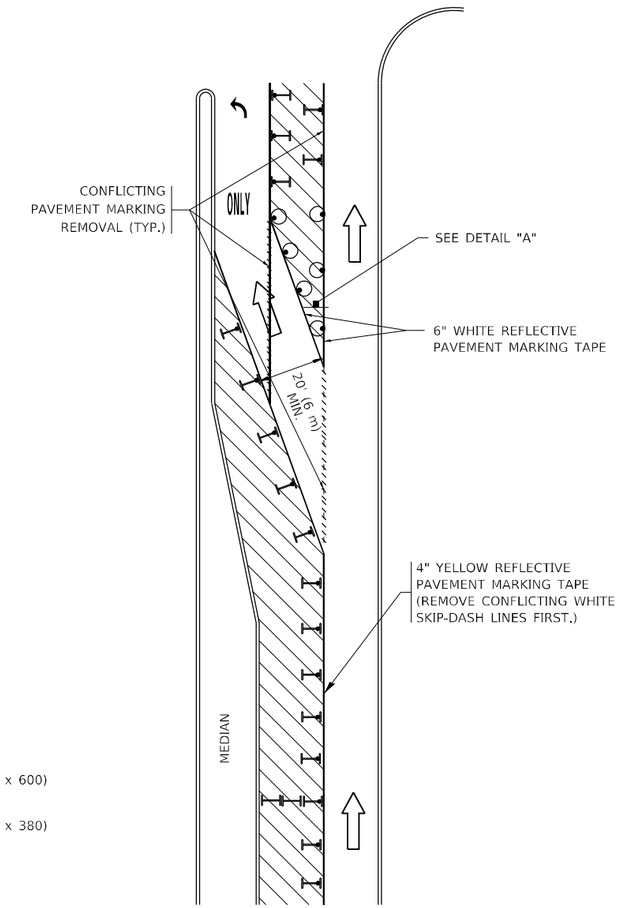

FIGURE 2
B) WHEN "L" IS > THE STORAGE LENGTH OF THE TURN LANE OR THE TURN LANE IS WITHIN THE LANE CLOSURE, USE FIGURE 2.
2. CONES MAY BE SUBSTITUTED FOR BARRICADES OR DRUMS AT HALF THE SPACING DURING DAY OPERATIONS. CONES SHALL BE A MINIMUM OF 28 (710) IN HEIGHT.
4. REFLECTIVE TEMPORARY PAVEMENT MARKINGS SHALL BE PLACED THROUGHOUT THE BARRICADED AREAS OF EACH TURN BAY AS SHOWN WHERE THE CLOSURE TIME IS GREATER THAN FOURTEEN (14) DAYS.
5. THIS APPLICATION ALSO APPLIES WHEN WORK IS BEING PERFORMED IN THE RIGHT LANE(S) AND THE RIGHT TURN BAY IS TO REMAIN OPEN. UNDER THIS CONDITION, "RIGHT TURN LANE" R3-I100R 24 x 24 (600 x 600) AND M6-2R 21 x 15 (530 x 380) SHALL BE USED.